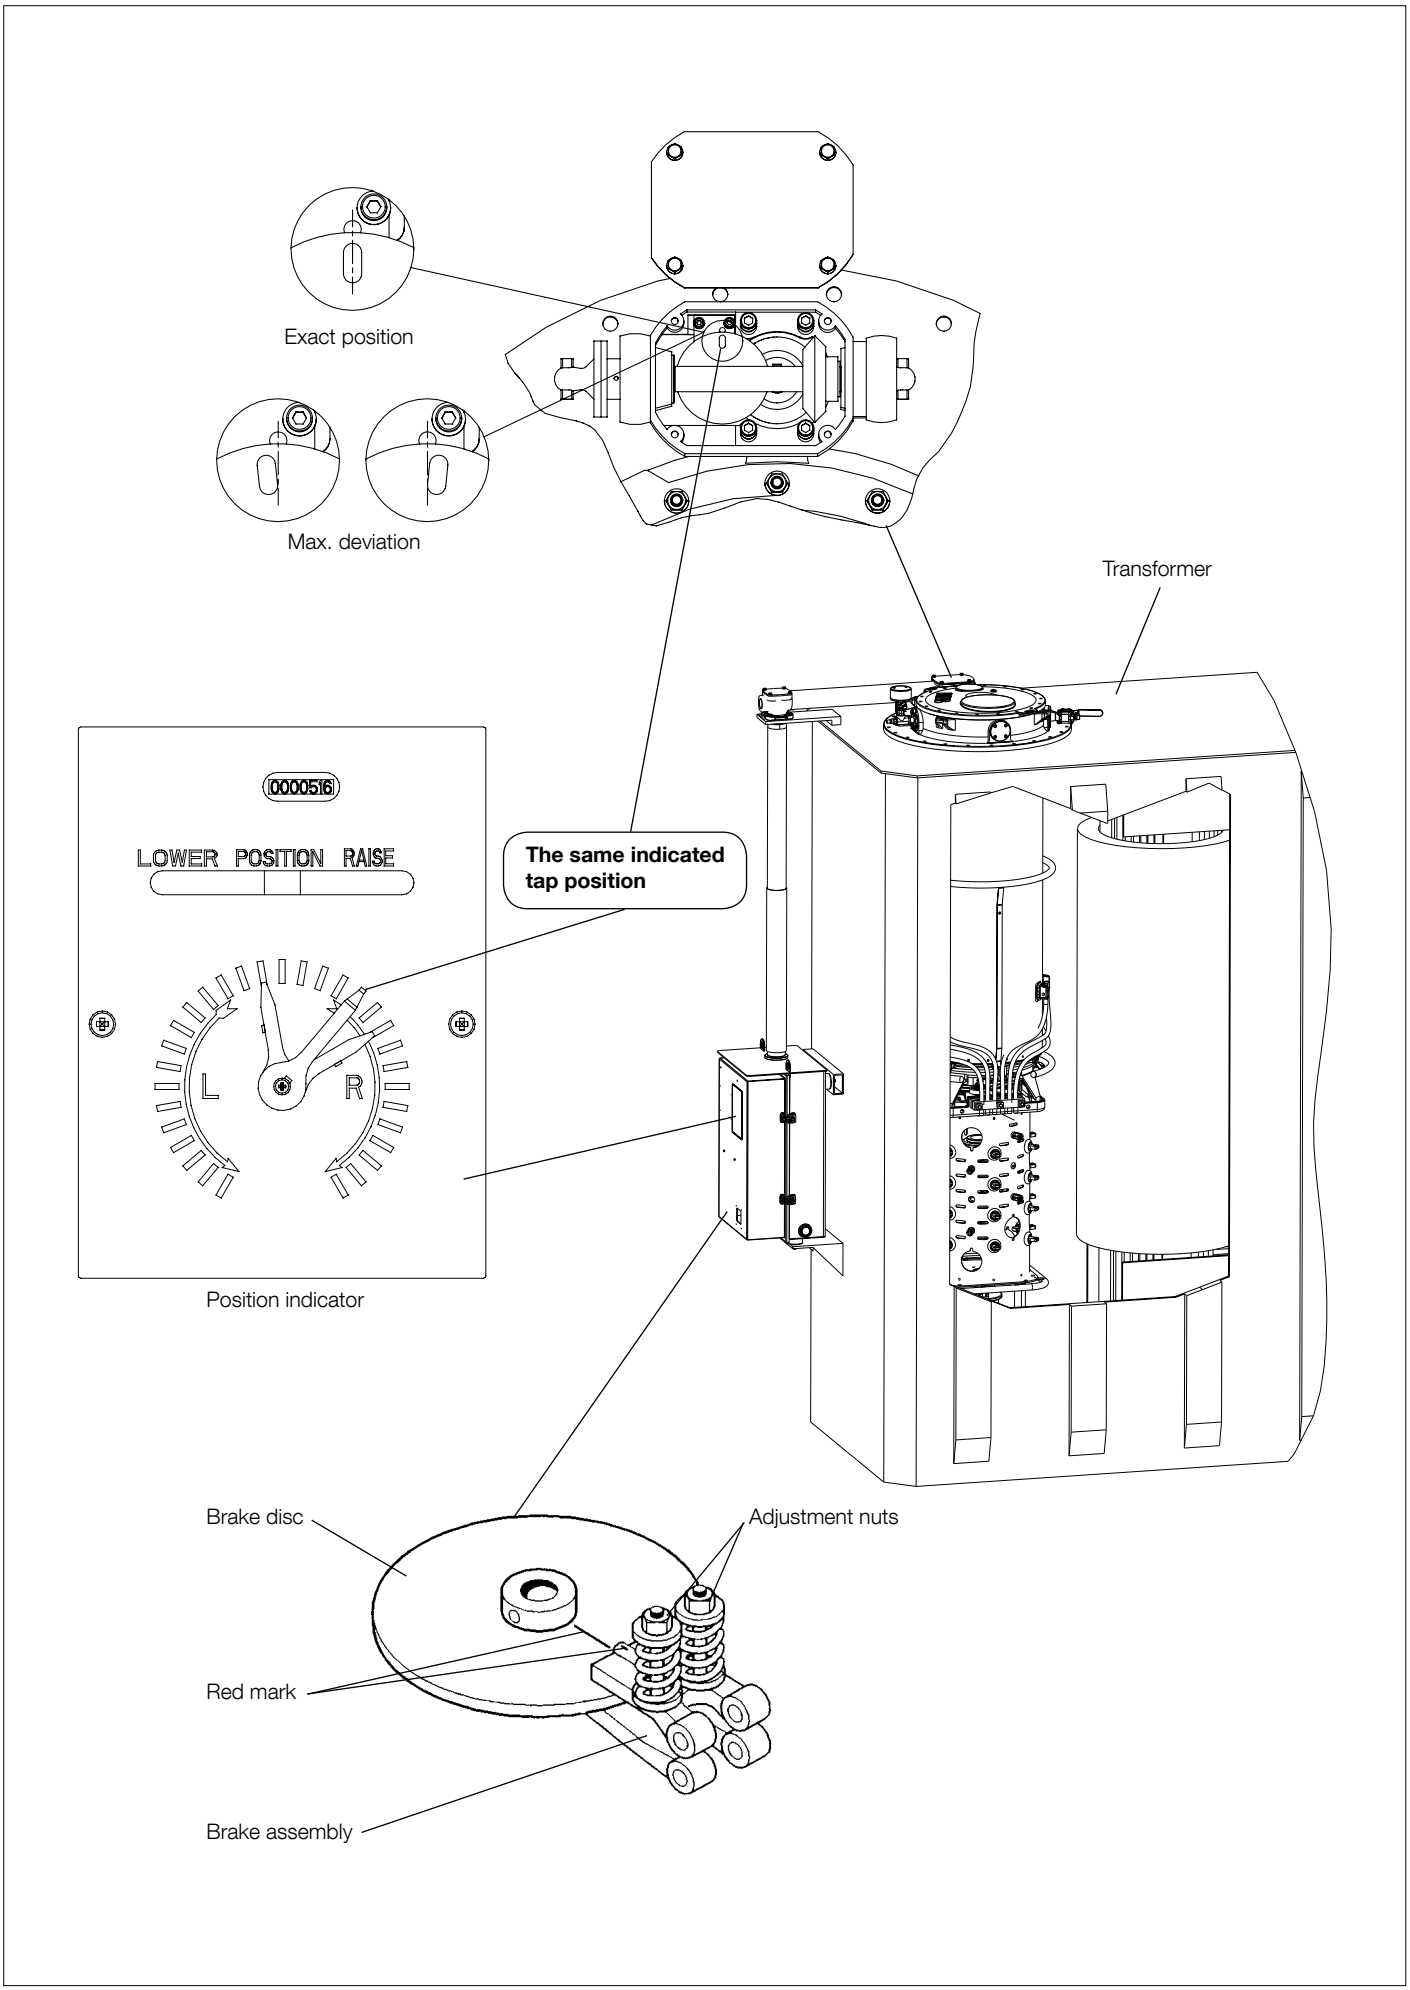

Fig. 30. Position alignment for UCG/VUCG with motor-drive mechanism BUE.
See Figs. 30 and 31.
Check that the motor-drive mechanism is at its exact position according to Fig. 30 or 31. (BUE: The red mark on the brake disk facing the red mark on the brake assembly. BUL: The roller in the middle of the notch in the cam disk). If not, loosen the locking device (see Fig. 50) and adjust it to the exact position. Remount the locking device.
7. See Figs. 30 and 31. The motor-drive mechanism and the tap-changer should have the same indicated tap position and be in their **exact** positions. Remove the cover of the gear box on the tap-changer to access the position indicator.
If the gear box is not at its exact position, loosen the two screws in the multi-hole coupling on the gear box and find the position of the screws that positions the opening in the brass-toothed wheel closest to the red mark in the gear box housing. The maximum deviation from exact alignment is given in Figs. 30 and 31. Tighten the screws. Remount the cover and the gasket of the gear box on the tap-changer; see Fig. 22.